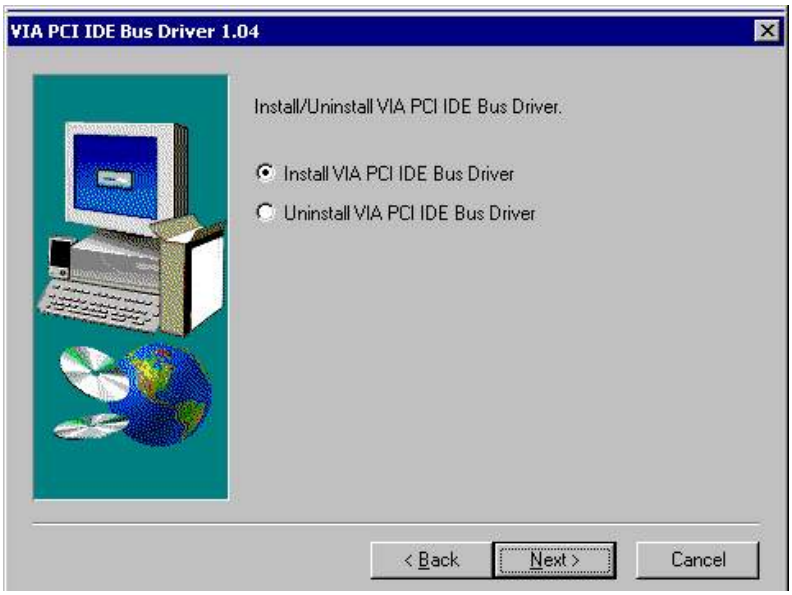

图 4-2-4
4、出现“ VIA PCI IDE ”驱动安装画面，单击“ Next ”继续（如图 4-2-4）。